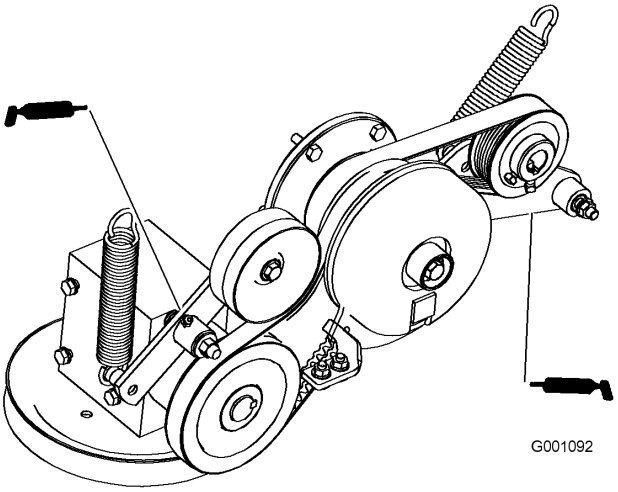

Figure 30
7. Graissez le bras de la poulie de tension de la courroie d'entraînement de PDF (Figure 30).
8. Graissez le bras de la poulie de tension de la courroie de pompe (Figure 30).